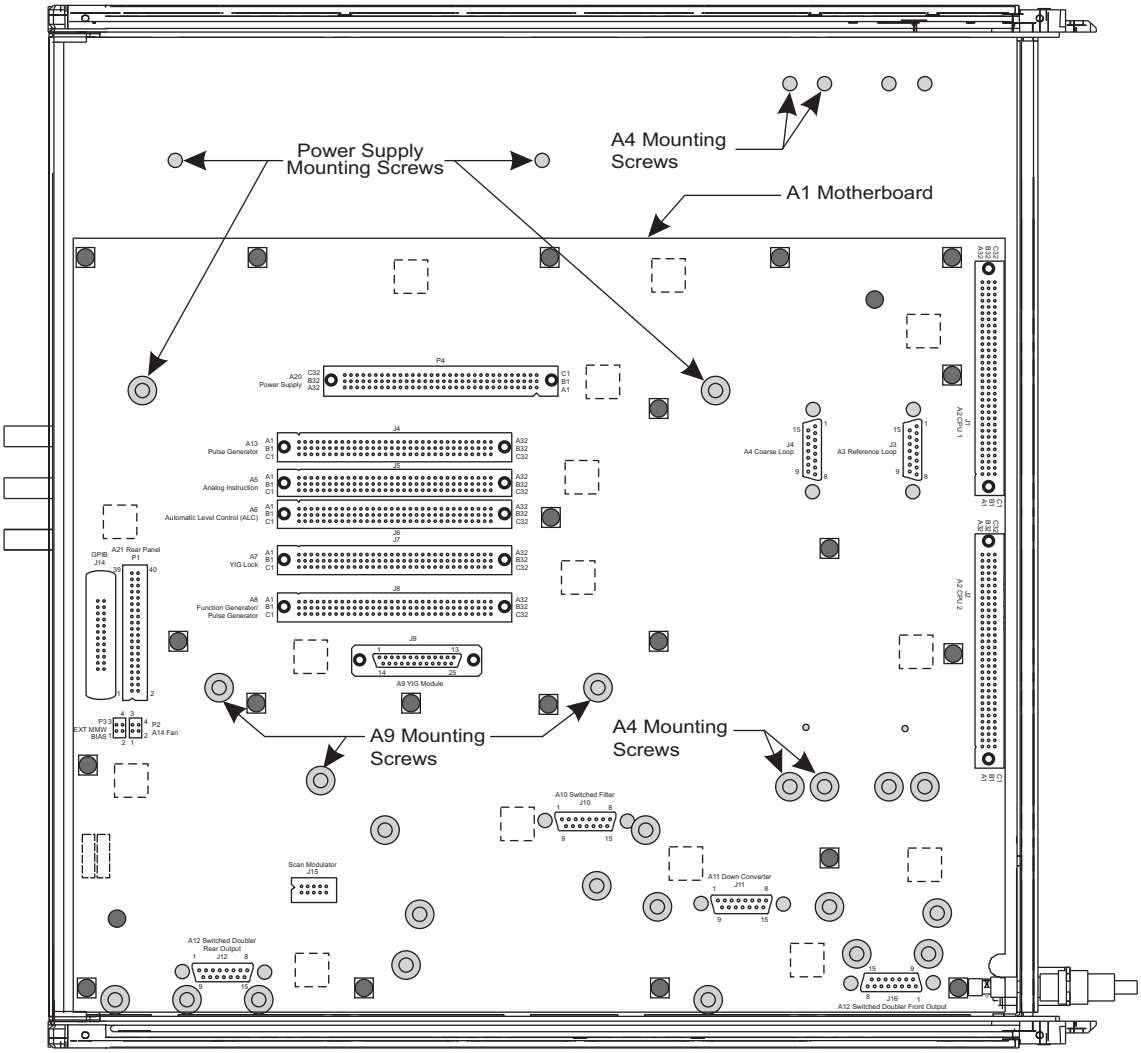

Figure 7-8. Location of Retaining Screws for A4 PCB Assembly and A9 YIG Assembly
2. Turn the chassis upside down and locate the four retaining screws for the A4 board assembly. Refer to Figure 7-8.
2. Turn the chassis upside down and locate the three retaining screws for the A9 YIG assembly. Refer to Figure 7-8 on page 7-12.